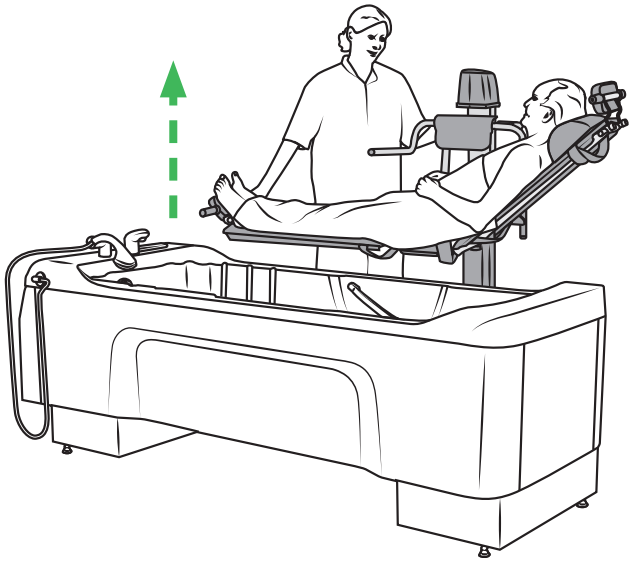

Abbildung 40
5. Den Badeliegelifter über den Rand der Classic Line 2 Badewanne heben. Siehe Abbildung 40.